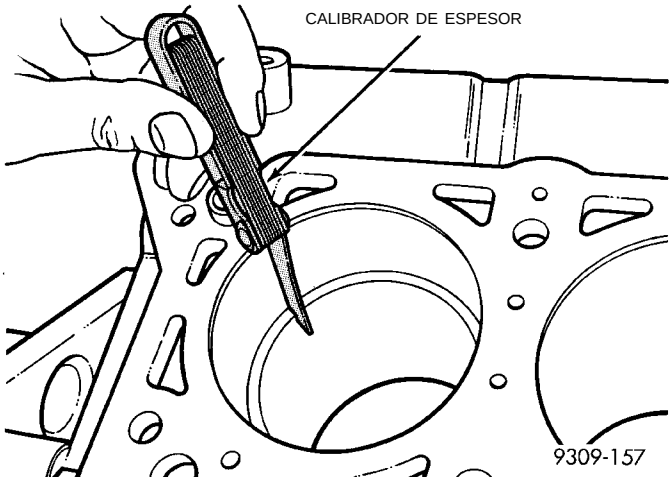

Fig. 6 Luz de aro de pistón
(1) Limpie el diámetro interno del cilindro. Inserte el aro y presione hacia abajo junto con el pistón para asegurarse de que calce correctamente en el hueco. La medición de la luz entre puntas de aro debe efectuarse con el aro colocado por lo menos a 12 mm (0,50 pulgadas) de la base del diámetro interno del cilindro. Verifique la luz con el calibrador de espesor (Fig. 6). Consulte las especificaciones en la (Fig. 8).